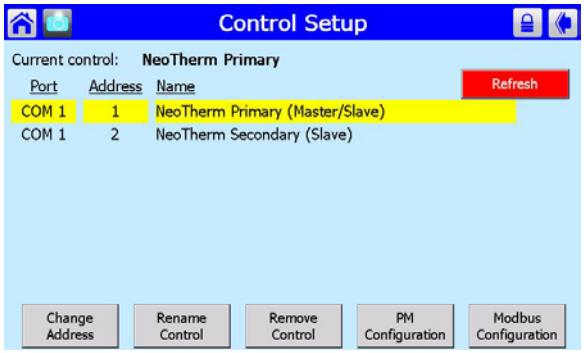

Fig. 65 – Control Setup Screen
5. Press the Control Setup button. Figure 65 shows the Control Setup screen.
10. Now you can use the same process to set the address for the Secondary control for Boiler 1. On the Control Setup screen (Fig. 65), press the second line – NeoTherm LC Secondary. Change the address to the correct address taken from Table 3. In this case, the correct address would be "2."